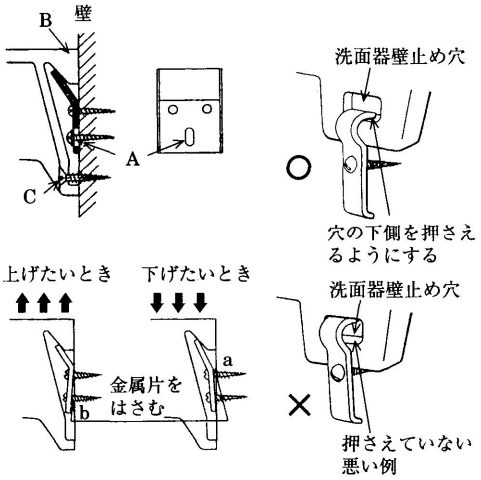

図 3-4-7　洗面器のバックハンガ取付け例
(3) バックハンガで本国定の後、高さ調整が必要な場合は、バックハンガと壁の間に金属片をはさみ、調整する。(図 3-4-7)